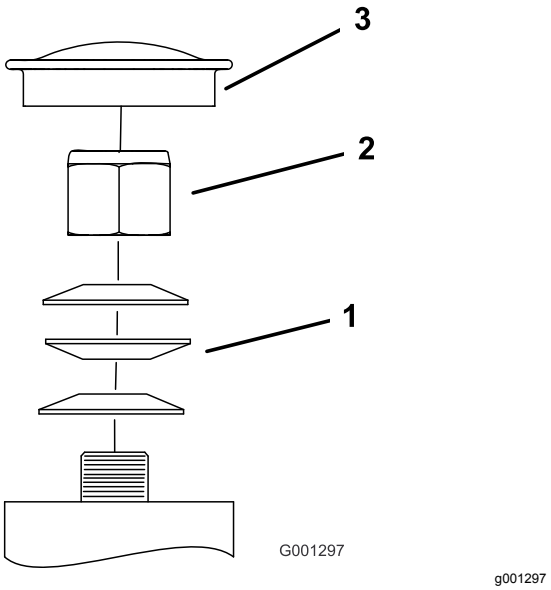

Figura 71
3. Retire el tapón guardapolvo de la rueda giratoria y apriete la contratuerca (Figura 71).
4. Apriete la contratuerca hasta que las arandelas de muelle estén planas, luego afloje la contratuerca ¼ de vuelta para establecer la pre-carga correcta de los cojinetes (Figura 71).
Importante: **Asegúrese de que las arandelas de muelle están correctamente instaladas, según se muestra en la Figura 71.**
5. Coloque el tapón guardapolvo (Figura 71).